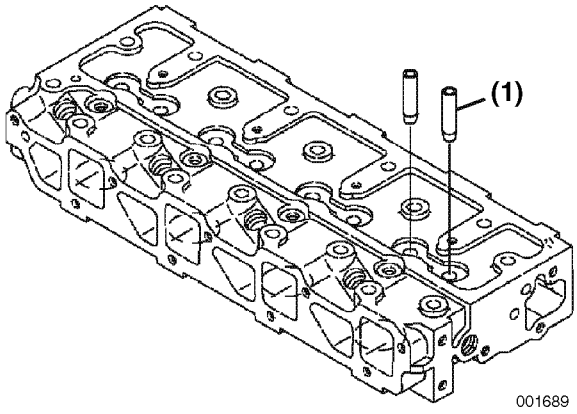

Figure 6-28
2. Immediately after removing the valve guides from the freezer, insert the valve guides **(Figure 6-28, (1))** in their proper positions.